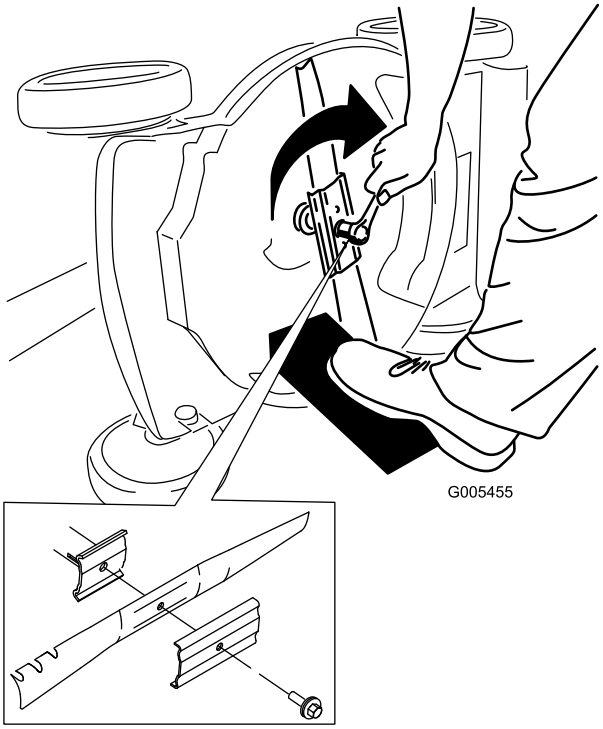

Figure 22
5. Montez la nouvelle lame et toutes les fixations (Figure 22).